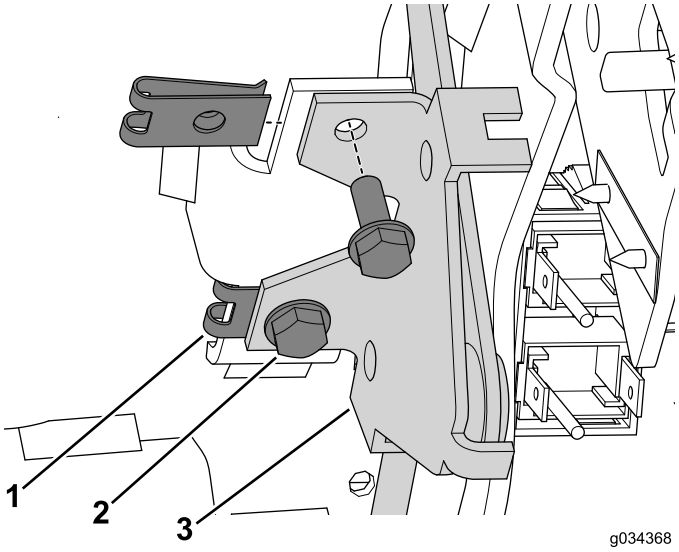

Figur 19
3. Montera hastighetsmuttrarna på monteringen på konsolenheten (Figur 19).
4. Använd de två skruvarna (nr 10 x 1/2 tum) för att fästa chokereglageenheten vid konsolen (Figur 19).